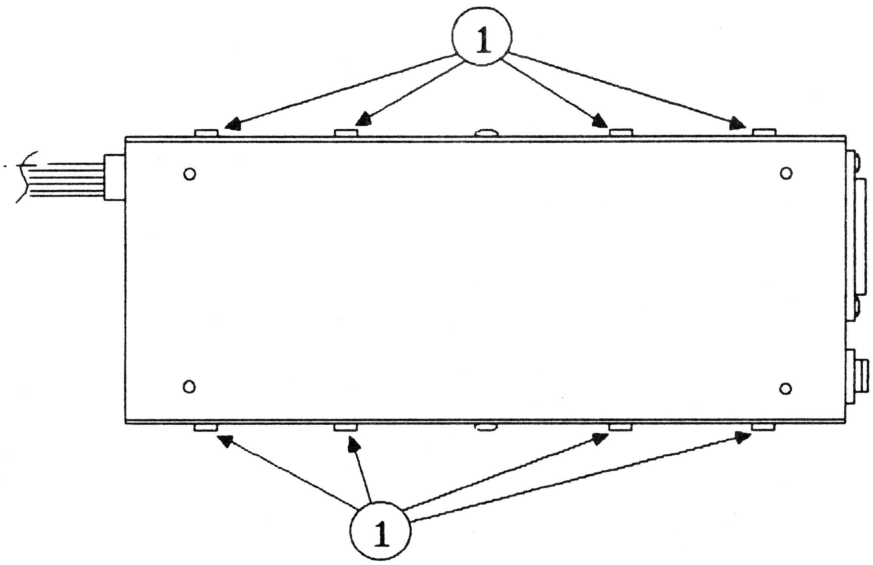

Figure 3
g. Remove the eight screws (four on each side) that hold the bottom plate on (Figure 3, #1).